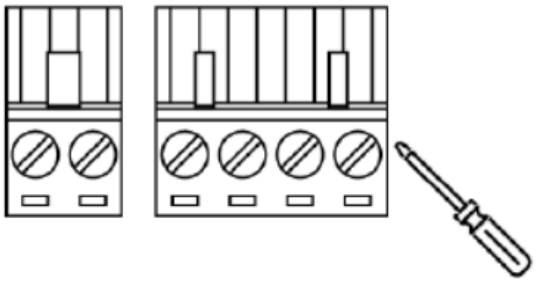

Figure 2.10 - Power Terminal Block Connector
2. Tighten the wire-clamp screws to prevent the wires from loosening, as shown below in *Figure 2.10*.